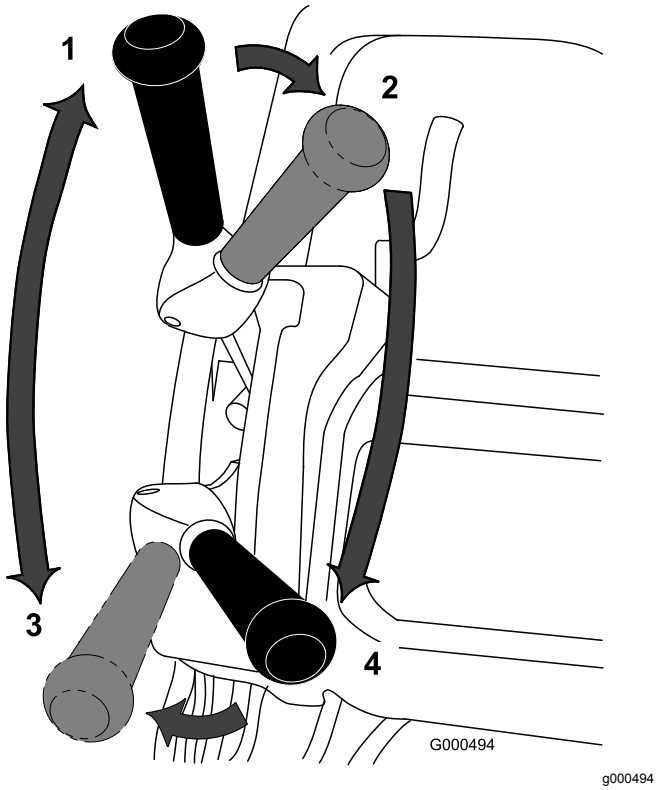

Figur 38
1. Starta motorn, ställ in gasreglaget på minskad hastighet, tryck ned handtaget för att höja klippenheten, tryck ned förarkontrollen, för hjul- och cylinderdrivningsspaken till FRAMÅT-läget och kör maskinen till greenens kant (Figur 38).
2. För spaken till NEUTRALLÄGET (Figur 38).
3. För spaken till läget Körning –NEUTRALLÄGE och Cylinderdrivning –KOPPLA UR läge (Figur 38).
4. För spaken till läget Körning – FRAMÅT och Cylinderdrivning – KOPPLA IN (Figur 38), öka gaspådraget tills maskinen färdas i önskad hastighet, kör maskinen till greenområdet, sänk ned klippenheten och påbörja arbetet.